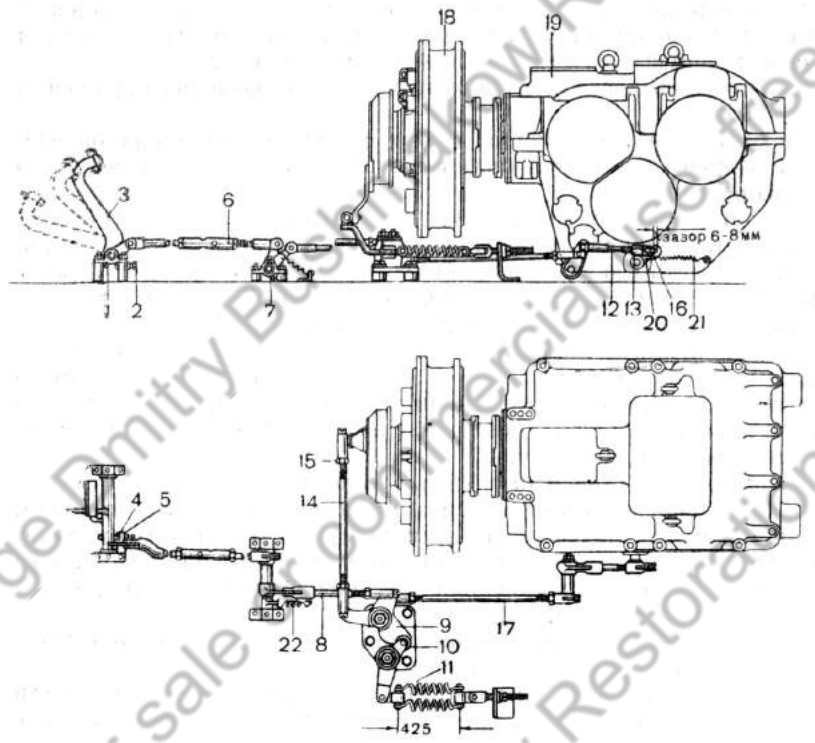
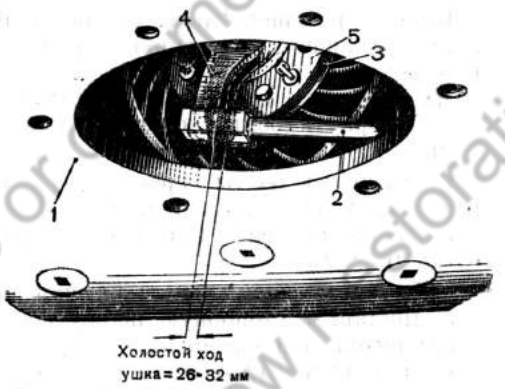

Рис. 148. Привод управления главным фрикционом (вид в плане):
Рис. 149. Проверка регулировки главного фрикциона:
1. Предварительно установить длину нажимных пружин *11* (рис. 148) сервомеханизма 400 мм. Проверить положение ролика *10*. Он должен занимать начальное положение, т. е. находиться в лунке рычага *9*.
1. Через люк в днище танка (рис. 149) отсоединить поперечную тягу *14* (рис. 148) от проушины чашки выключения фрикциона.
5. Присоединить поперечную тягу *14* (рис. 148) к проушине чашки выключения фрикциона.